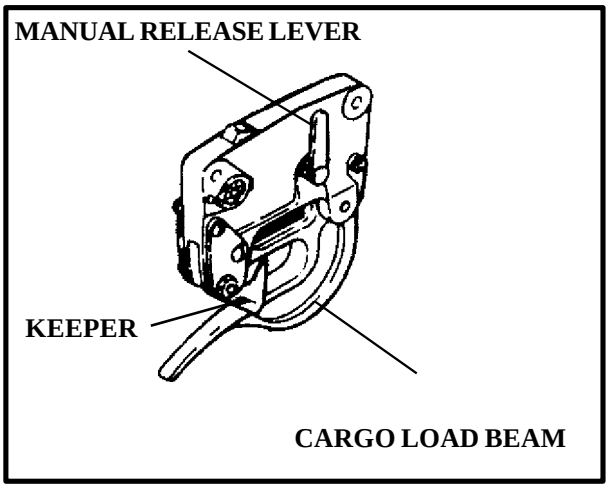

*Figure 2-3. UH-1 Cargo Hook*
**(1)** The UH-lH/P and UH-LN cargo hook maximum capacity is 4,000 pounds and 5,000 pounds respectively. The cargo hook is suspended in a well in the belly of the aircraft directly below the main rotor system (Figure 2-3). The AC6000500 pendant can be used with this cargo hook (USMC, USN).